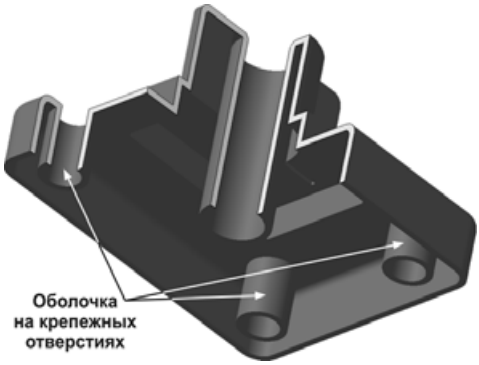

Рис. 5.81
- Еще раз переместите элемент **Оболочка:1** на элемент **Фаска:1**. При этом оболочка должна захватить все оставшиеся элементы, включая зеркальные копии ребра и крепежных отверстий (рис. 5.81).